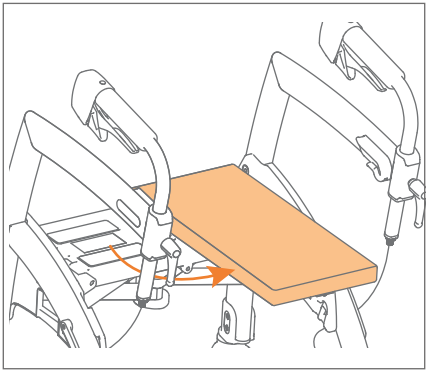

Figure 10: Place the seat cushion crosswise.
c. Pull the seat cushion away, turn it 90 degrees and place it crosswise on the side of the red handle **(Figure 10).**